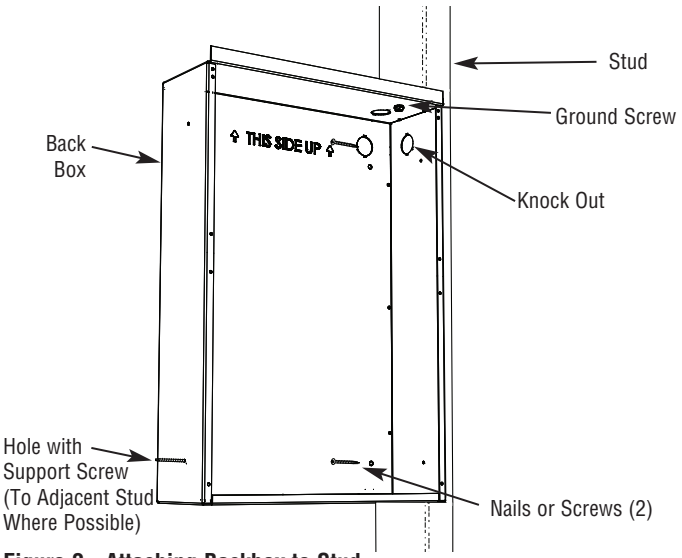

Figure 2 - Attaching Backbox to Stud
1. In new construction without the finished wall in place, position the back box against the side of stud allowing the side to extend beyond the stud so it will be flush with the finished wall surface. (You must know the thickness of the finished wall when installing) Secure the box to the stud using two screws (not included) as shown in Figure 2.
a. When possible, install an additional long screw (such as a 3" wood screw) through the lower side mounting hole into the nearest stud (see Figure 2). Use care and do not overtighten the screw as this will deform the backbox and make installation of the heater assembly difficult or impossible. Screw should only be tightened enough to keep screw in place.
b. Drill a small hole in back box flush with the inside surface of the finished wall and install a screw (length not critical, but should be at least 1 inch) see Figure 2.
1. Locate a stud and carefully mark and cut a hole measuring 12-1/4" (311 mm) wide by 17-3/4" (451 mm) high so one side of hole is along the edge of a stud – see Figure 2.
3. Fit back box into opening aligning sides of box flush with finished wall surface and secure box to stud using two screws (not included) as shown in Figure 2.
5. Insert one #8, three inch long wood screw (not provided) through the free side of the back box not mounted to the stud and secure in the lower mounting hole. This will prevent the back box from pull out on the unsupported side when installing the heater assembly. Be careful not to drive the wood screw more than 3/8" into the stud. Too much would cause the back box to pull out of alignment. See Figure 2.